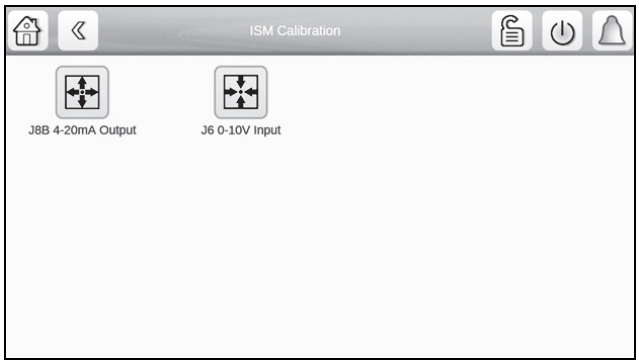

Fig. 45 — ISM Calibration Screen
1. Go to ***Main Menu → Maintenance Menu → ISM Calibration***. See Fig. 45.